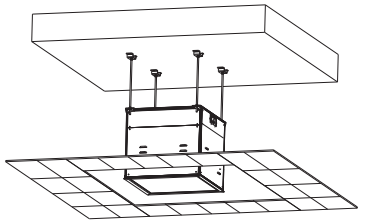

图 6
4.如图6所示，安装升降架，并用螺母锁紧。升降架的底边框应该与天花板平齐。